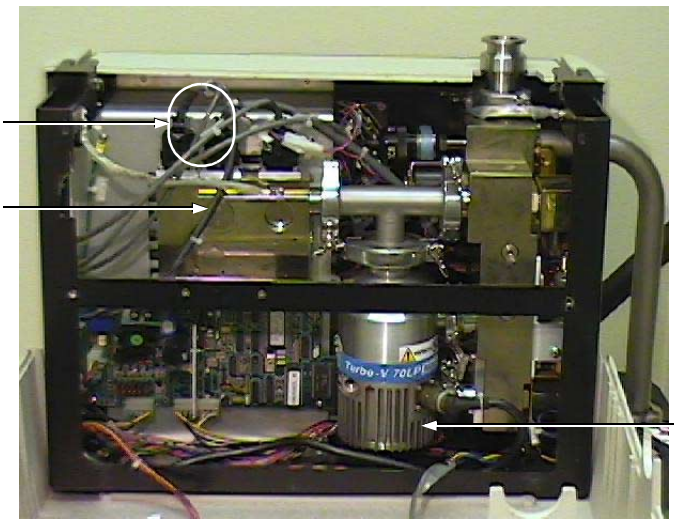

Figure 5-12 Ion Source, Spectrometer Tube, and Turbo Pump
3. Vent the spectrometer tube (Figure 5-12) by turning the knurled nut on the turbo pump (knurled nut not shown in this view) approximately 1/4 turn counterclockwise.